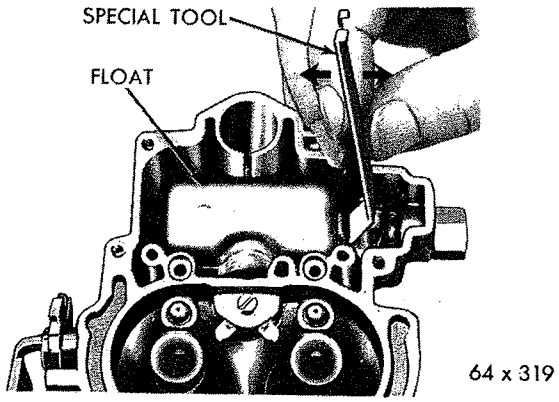

*Fig. 15—Bending Float Lip*
**It is very important that the float lip be perpendicular to the needle or slant not more than 10 degrees away from the needle when the float is set correctly.** Do not bend float lip by forcing float. Use Tool 73605, as shown in (Fig. 15).
(5) To change float setting, bend float lip toward needle to lower, and away from needle to raise the float.